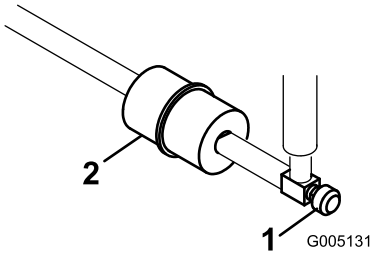

Figura 50
El tubo de combustible lleva incorporado un filtro en línea entre el depósito de combustible y el carburador (Figura 50). Cambie el filtro cada 800 horas o antes si se obstruye el flujo de combustible. Asegúrese de que la flecha del filtro apunta hacia el carburador.
1. Cierre la válvula de cierre de combustible, afloje la abrazadera en el lado del carburador del filtro y retire el tubo de combustible del filtro (Figura 50).
2. Coloque un recipiente debajo del filtro, afloje la otra abrazadera y retire el filtro (Figura 50).